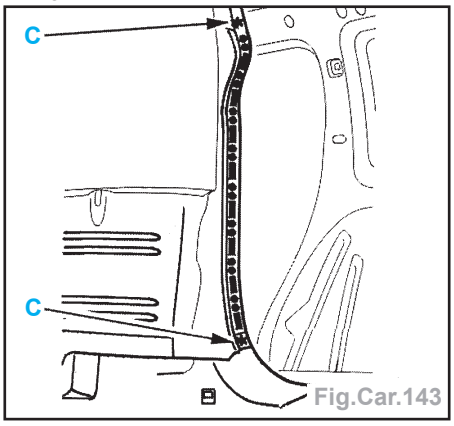

Fig.Car.143
- Découper par meulage des points (Fig.Car.143).